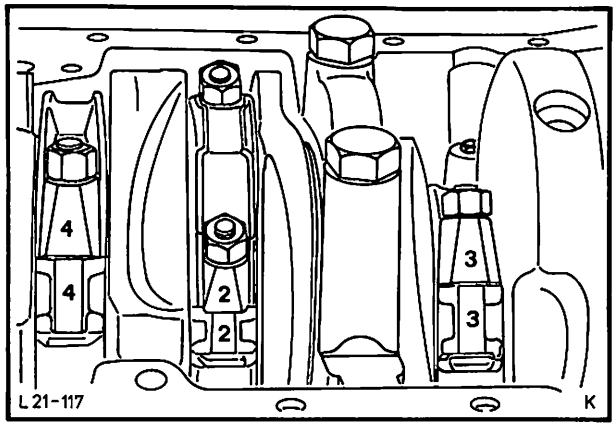

Abb. 153 Kennzeichnung Pleuellager
27. Kennzeichnung aller Pleuel- und Hauptlagerdeckel für den späteren Wiedereinbau überprüfen, Abb. 153.